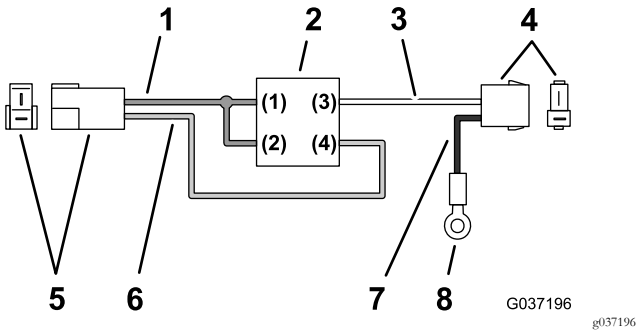

Figuur 19
1. Zoek het relais en de kabelboom zoals getoond in Figuur 19.